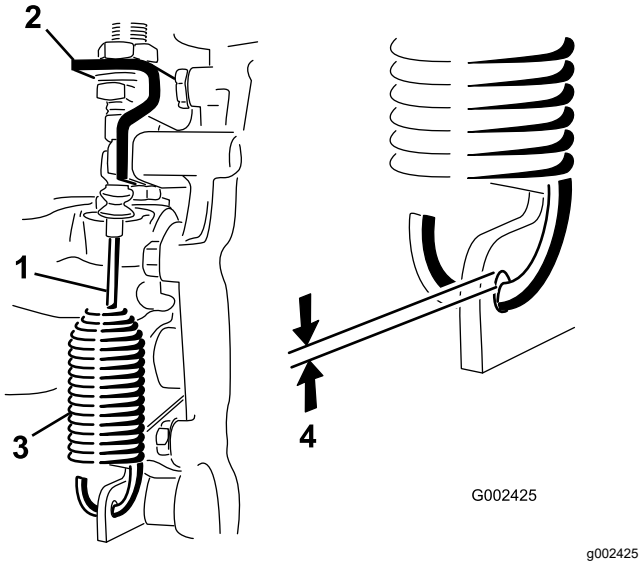

Figura 44
2. Afloje las contratuercas que sujetan el cable de bloqueo del diferencial al soporte del transeje (Figura 44).